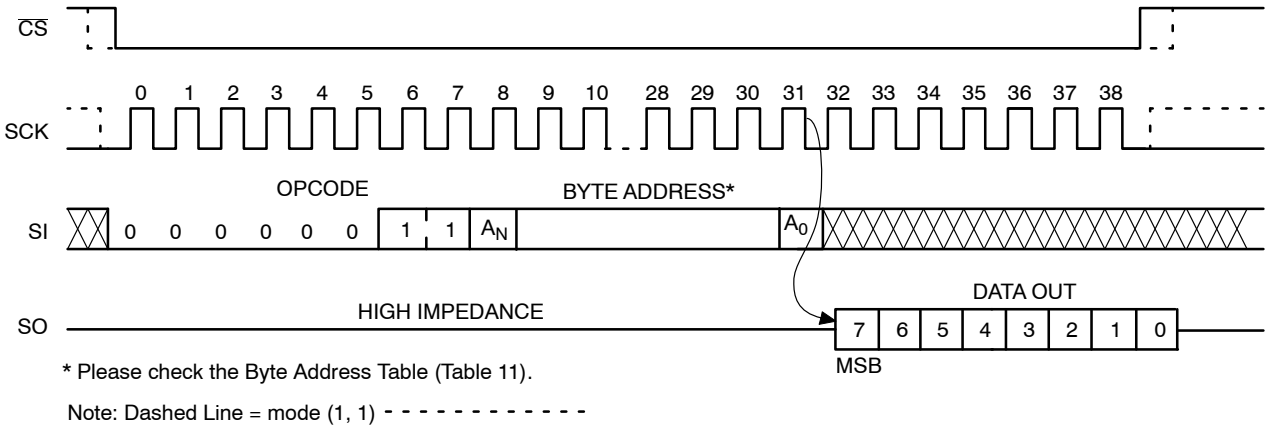

Figure 9. READ Timing
After receiving the last address bit, the CAV25M01 will respond by shifting out data on the SO pin (as shown in Figure 9). Sequentially stored data can be read out by simply continuing to run the clock. The internal address pointer is automatically incremented to the next higher address as data is shifted out. After reaching the highest memory address, the address counter "rolls over" to the lowest memory address, and the read cycle can be continued indefinitely. The read operation is terminated by taking $\overline{CS}$ high.
Reading the additional 256−byte Identification Page (IP) is achieved using the same Read command sequence as used for Read from main memory array (Figure 9). ***The IPL bit from the Status Register must be set (IPL = 1) before attempting to read from the IP.*** The [A7:A0] are the address significant bits that point to the data byte shifted out on the SO pin. If the CS continues to be held low, the internal address register defined by [A7:A0] bits is automatically incremented and the next data byte from the IP is shifted out. The byte address must not exceed the 256−byte page boundary.